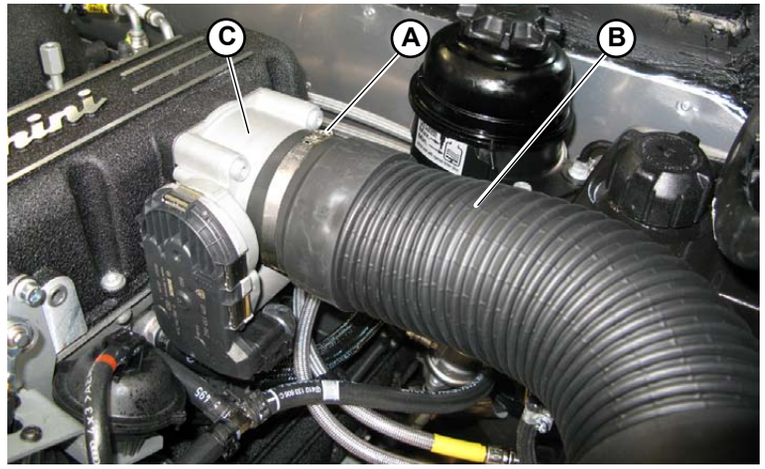

Fig.1
1. Detach the clamp (**A-Fig. 1**) connecting the air intake pipe (**B-Fig. 1**) to the throttle body (**C-Fig. 1**).